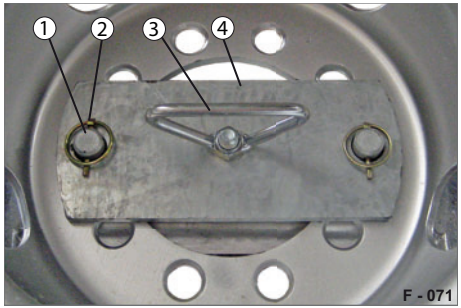

Abb. 96 Sicherung lösen
▶ Ziehen Sie beidseitig die Sicherungsstifte (Abb. 96/2) aus den Stehbolzen (Abb. 96/1) heraus.
▶ Drehen Sie die Flügelmutter (Abb. 96/3) auf.
▶ Entfernen Sie die Sicherungsplatte (Abb. 96/4).
Die Stehbolzen (Abb. 96/1) müssen durch zwei Lochungen der Felge durch.
▶ Stecken Sie die Sicherungsplatte (Abb. 96/4) auf die Stehbolzen auf.
▶ Schrauben Sie die Flügelmutter (Abb. 96/3) auf.
▶ Stecken Sie beidseitig die Sicherungsstifte (Abb. 96/2) ein.